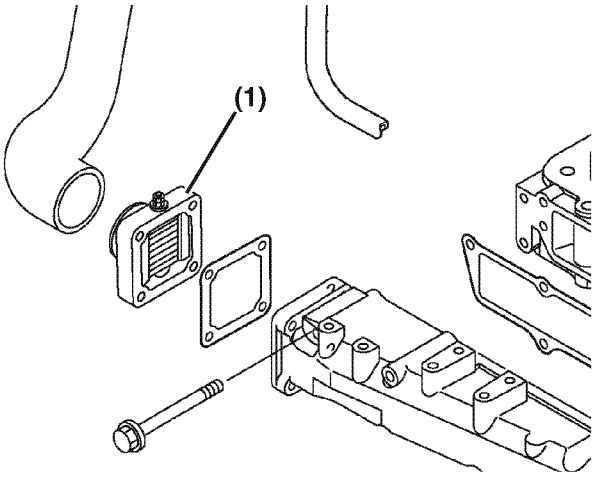

Figure 6-3
2. Disconnect the electrical wire from the intake air heater **(Figure 6-3, (1))**.